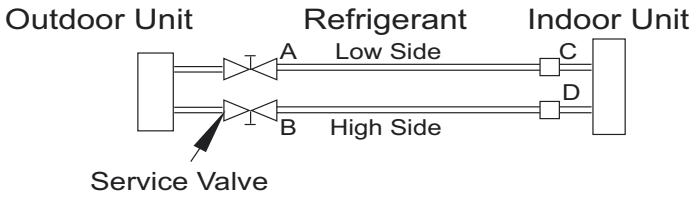

Fig. 22 —Service Valve Locations
3. Fully open the low side of manifold gage (see Fig. 22).